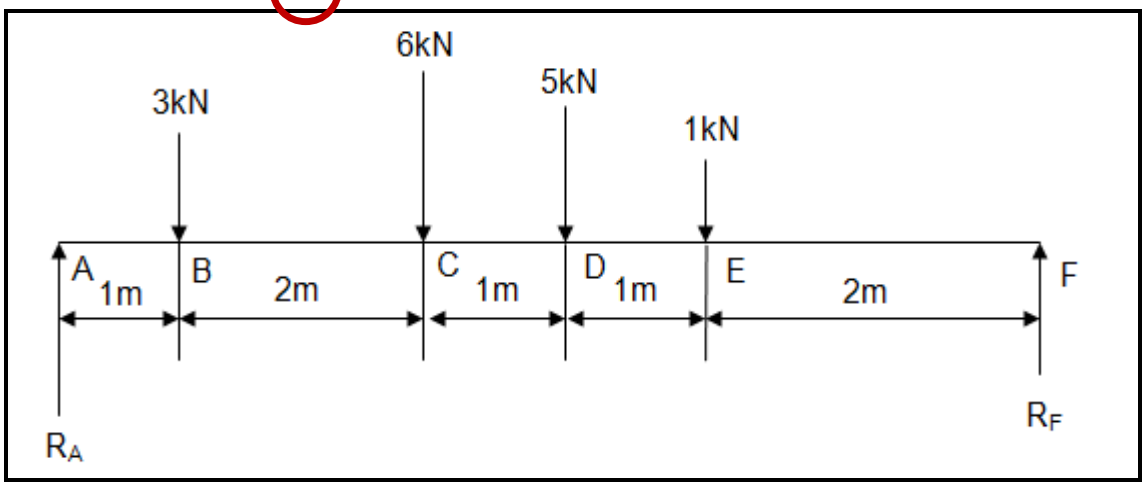

FIGUUR 1
2.1 Bepaal analities die grootte van reaksies R_A en R_F op die balk in FIGUUR 1 hier onder.